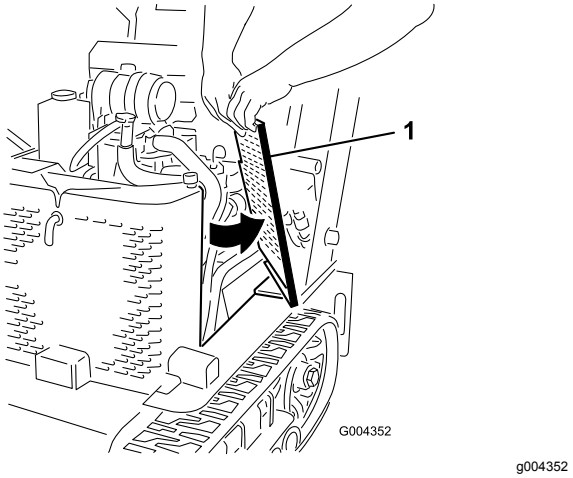

**Figur 27**
2. Skjut sidoskärmarna (Figur 27) uppåt och ut ur skårorna i frontskärmen och ramen.